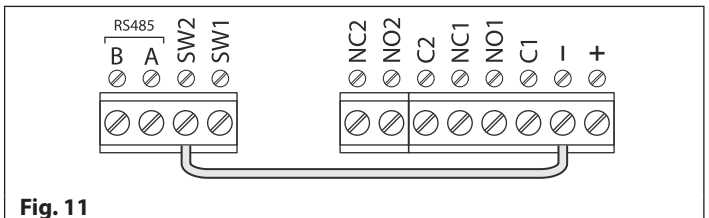

Fig. 11
2. Short out terminals **-** and **SW2**, see **Fig.11**, page 18.
1. First disconnect the power from the **Art.4903** keypad, then short out terminals **-** and **SW2** (**Fig.11**, page 18).
2. Short out terminals **-** and **SW2**, see **Fig.11**.